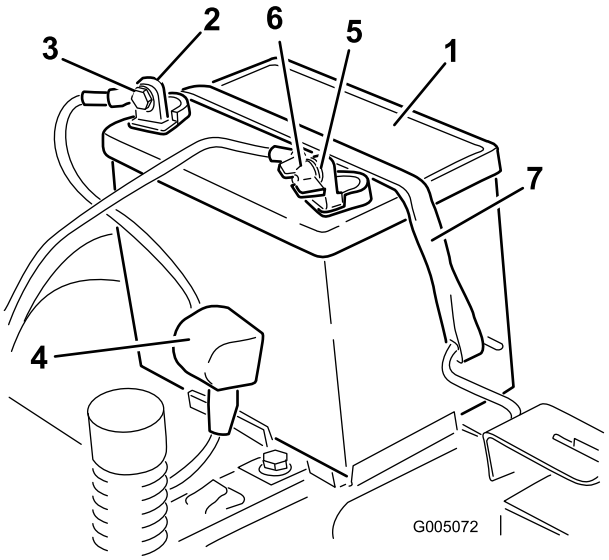

Figur 34
4. Koble den negative (svarte) grunnkabelen fra batteripolen (Figur 34). Behold alle festene.
5. Skyv gummihetten oppover på den positive (røde) kabelen. Koble den positive (røde) grunnkabelen fra batteripolen (Figur 34). Behold alle festene.
6. Fjern batteritilholderen (Figur 34) og ta ut batteriet.
1. Plasser batteriet med polene vendt mot driftsstilling (Figur 34).
5. Fest batteriet med tilholderen (Figur 34).